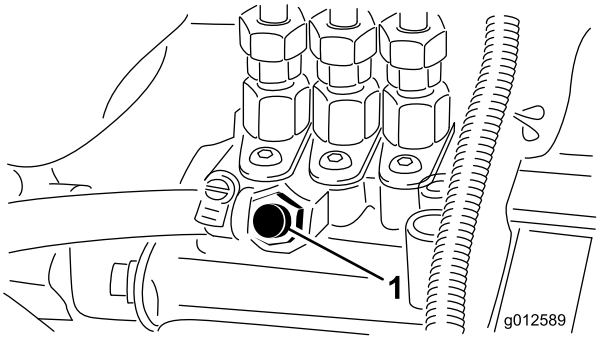

**Figur 30**
3. Åbn udluftningsskruen på brændstofindsprøjtningspumpen (Figur 30).